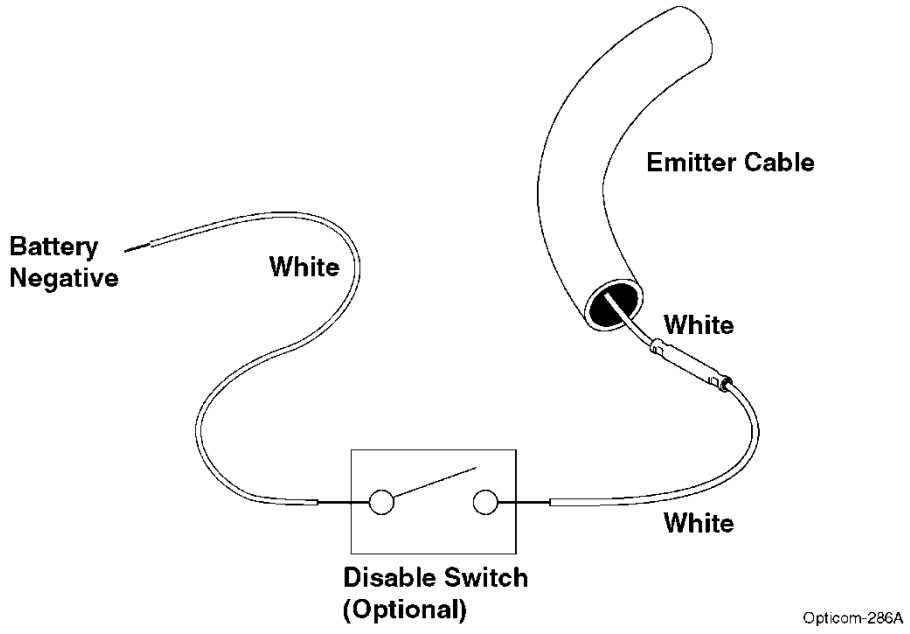

Figure 5-7. Disable Switch Wiring
17. Connect the free end of the white wire to a disable switch terminal. See figure 5-7